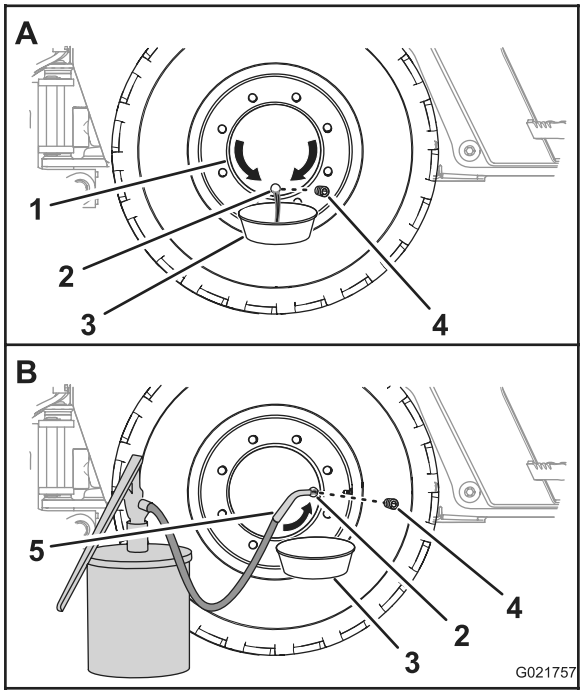

Figura 84
1. Spostate la macchina avanti o indietro al fine di posizionare il tappo dell'olio del mozzo nella posizione delle ore 6 nell'orologio (Figura 84).
2. Mettete una bacinella di spurgo sotto il tappo dell'olio del mozzo della ruota (Figura 84).
3. Togliete il tappo di spurgo e lasciate defluire l'olio dal ruotismo planetario (Figura 84).
5. Spostate la macchina avanti o indietro al fine di posizionare il tappo dell'olio del mozzo nella posizione ore 3 o ore 9 nell'orologio (Figura 84).